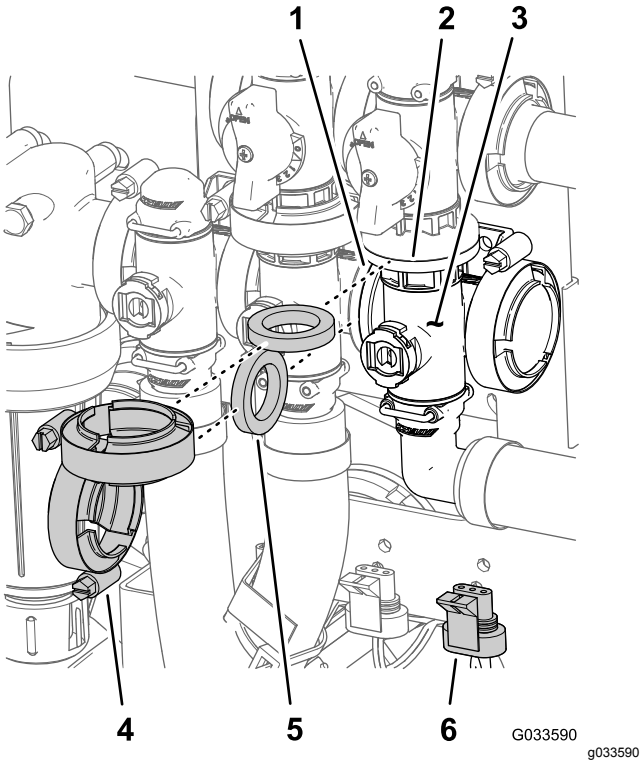

Figuur 114
1. Verwijder de flensklemmen en pakkingen waarmee de verdeler voor de hoofdklep van de spuitboom (Figuur 114) is bevestigd aan de omloopklep van de spuitboomhoofdschakelaar, de mengklep en de elleboogfitting van 90° (aan het uiteinde van de slang voor de vloeistofmeter).